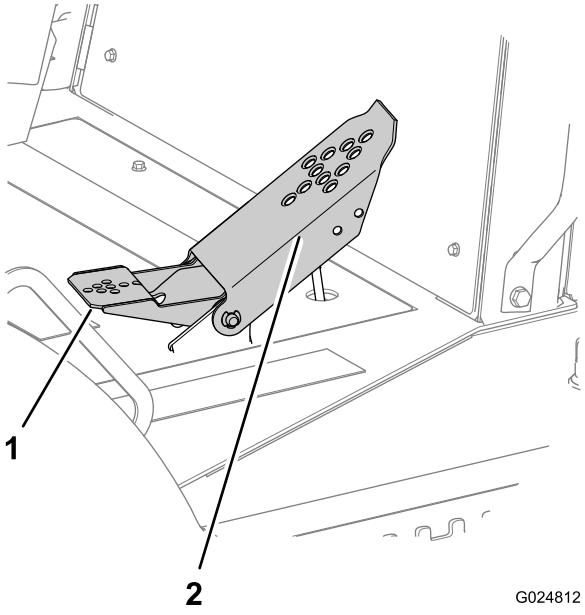

Рисунок 45
- Нажмите верхнюю часть педали, чтобы машина двигалась вперед (Рисунок 45).
- Нажмите нижнюю часть педали, чтобы машина двигалась назад (Рисунок 45).
- Для снижения скорости или останова машины переместите педаль вверх в сторону положения «Нейтральное».Рисунок 45